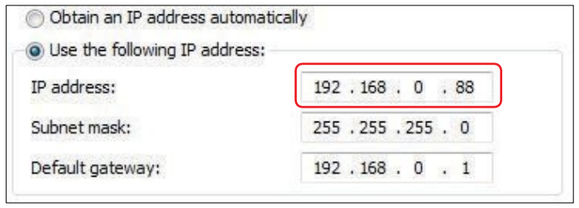

Fig. 6.4
(3) Double click “Internet Protocol Version 4 (TCP/IPv4)” to set up “Internet Protocol (TCP/IP) Properties”. Set IP address as 192.168.0.88，click “OK” (See Fig. 6.4).